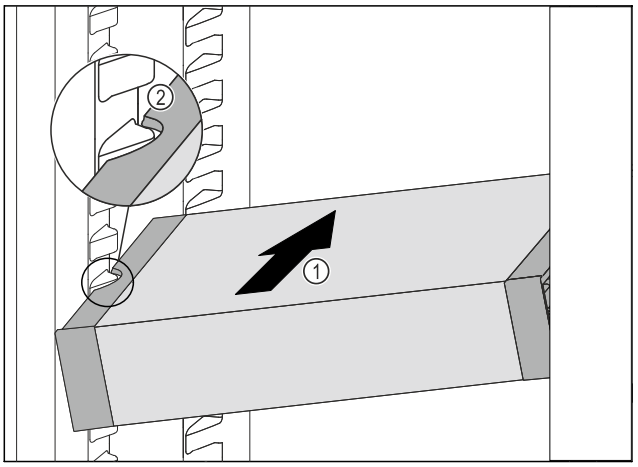

Fig. 142
▶ Insert the VarioSafe into the fridge section at an angle *Fig. 142 (1)* until the recesses in the side *Fig. 142 (2)* of the VarioSafe are at the level of the support rib in the fridge section.